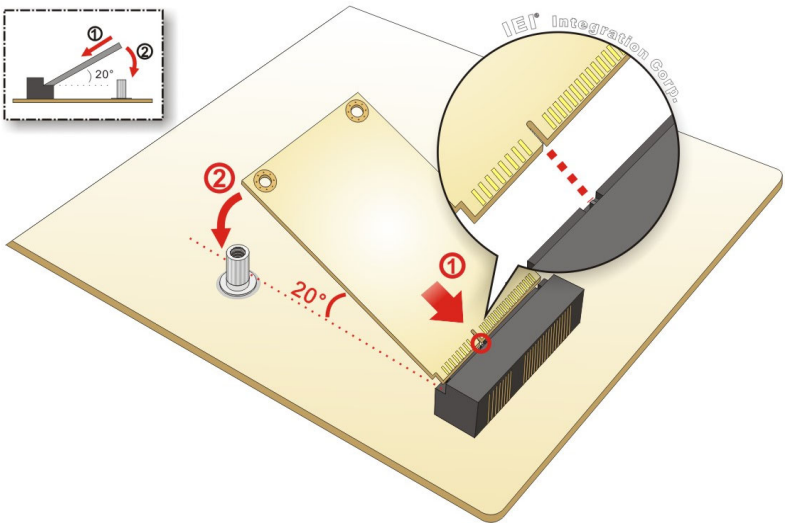

Figure 4-9: Inserting the Full-size PCIe Mini Card into the Slot at an Angle
Step 3: **Insert into the socket at an angle**. Line up the notch on the card with the notch on the slot. Slide the PCIe Mini card into the socket at an angle of about 20º (**Figure 4-9**).